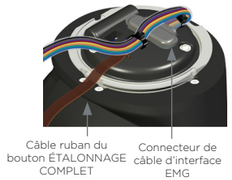

Figure 5
8. Installez le bouchon en mousse une fois les câbles Coapt en place, avant de procéder à la pose de la prothèse du patient (Figure 5).